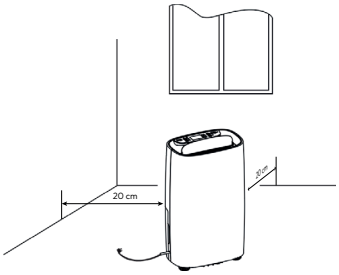

fig. 1
1. Place the dehumidifier on a flat, stable, and level surface. Ensure there is a minimum clearance of 20 cm on all sides to allow for unobstructed air circulation (Fig. 1).